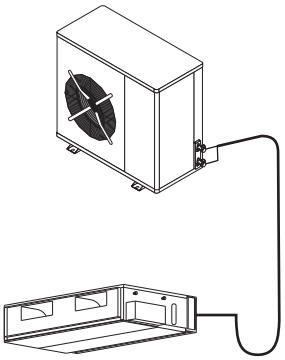

Fig. 2
3. If the outdoor unit is higher than the indoor unit by less than 3 m, it is sufficient to fit an air trap before the indoor unit (see Fig. 2).